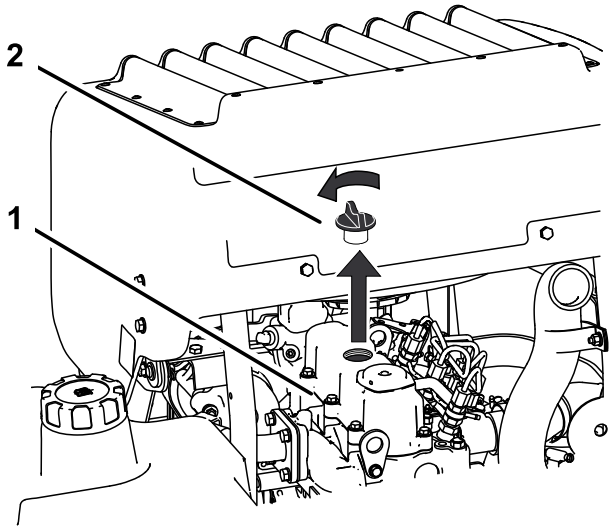

Figur 41
6. Ta bort oljepåfyllningslocket på motorns ovansida (Figur 41). Detta gör det lättare att tömma ut oljan.
2. Ta bort oljepåfyllningslocket och oljestickan (Figur 41).